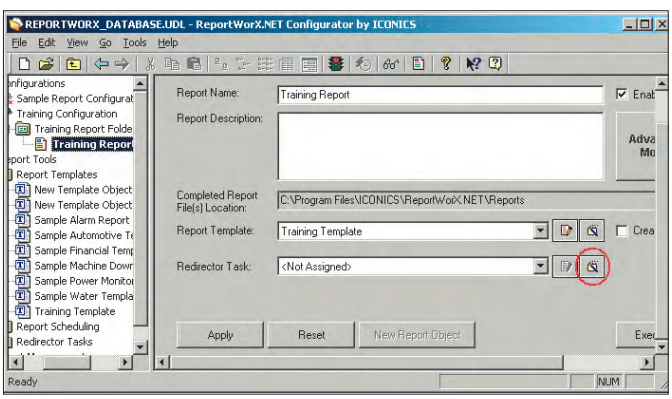
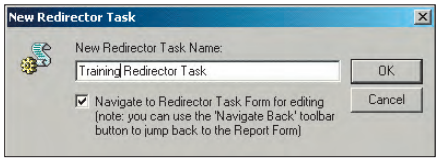

Рис. 23. Создание задания направления отчётов
Рис. 24. Имя задания перенаправления
1. Нажмите кнопку (Create New Redirector Task), расположенную справа от поля **Redirector Task** (задания перенаправления отчётов), в окне конфигурирования отчёта (рис. 23). При этом на экран будет выведено окно, показанное на рис. 24.